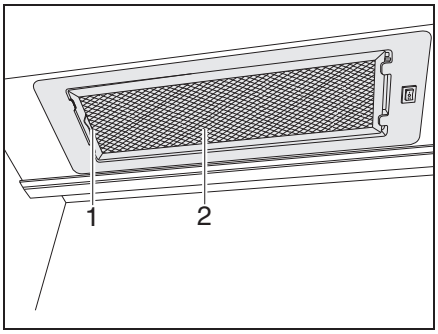

Fig. 147 Extractor hood
- Push the lever (Fig. 147,1) to the inside.
- Remove the filter (Fig. 147,2) downwards.